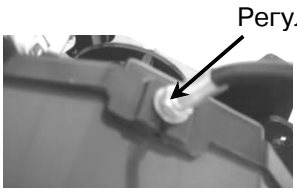

Рис.13
3) Поверните регулировочную гайку на рис. 13 по часовой стрелке для натяжения; или против часовой стрелки для ослабления.